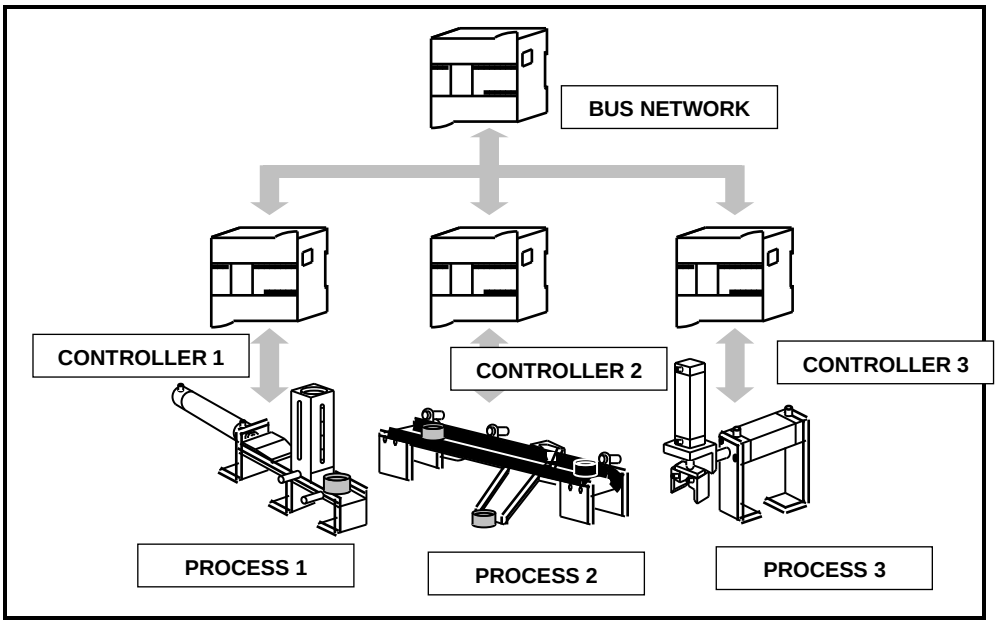

FIGURE 1 (1)
1.1.1 Name the form of control-organisation shown in FIGURE 1.
2.3 List THREE possible BUS systems you have studied that can be used in the control levels of an automated factory in FIGURE 1. (3)